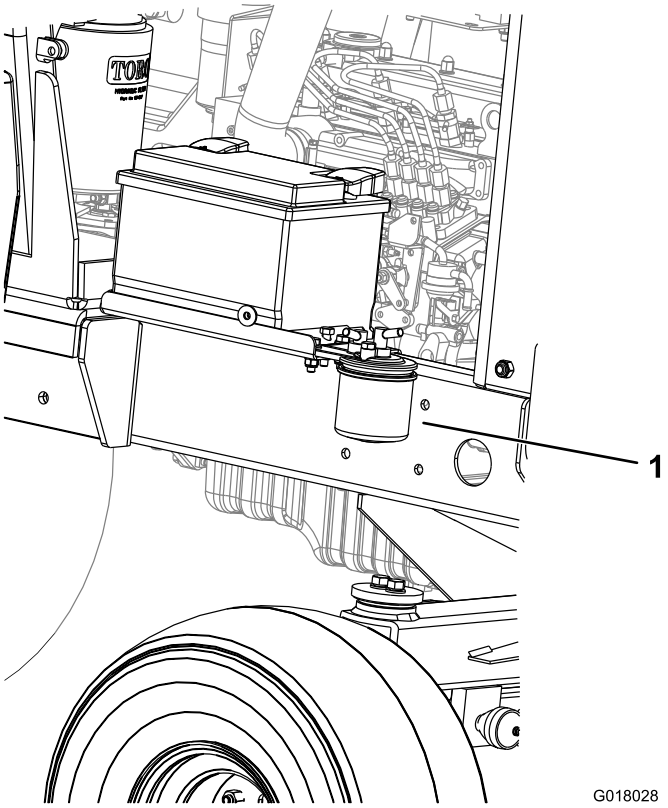

Rysunek 54
1. Umieść czysty pojemnik pod obudową filtra paliwa (Rysunek 54).